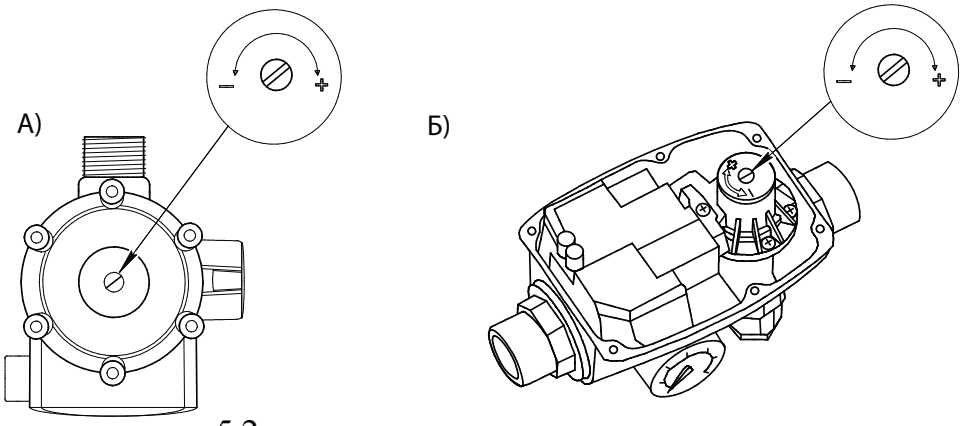
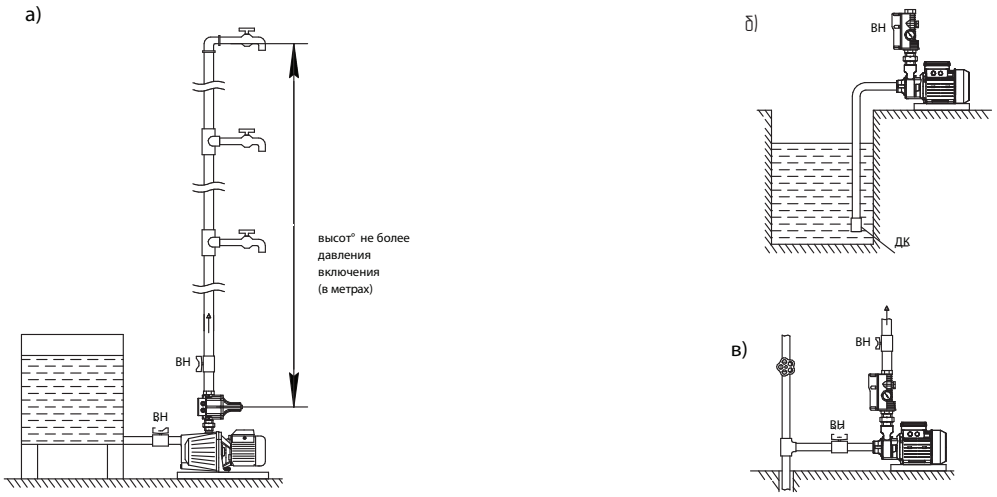

рис.5.2- расположение регулировочного винта
рис.6.1 Схемы для систем водоснабжения
5.2. В состав насосной станции также входит контроллер серии EPS (2), с установленным на нем манометром (3) (кроме контроллеров серий EPS-II-12 и EPS-II-22). Контроллеры EPS-15 и EPS-16 имеют регулировочные винты (см. рис. 5.2)
6.1. Для повышения удобства пользования станцией целесообразно организовать систему водоснабжения по рекомендованным схемам, указанным на рис. 6.1.
6.2. Высота водяного столба между станцией и наивысшей точкой водопотребления (крана) должна быть не больше давления включения электронасоса (в метрах), указанного в табл.2.1, табл. 2.2, в противном случае при открытии верхнего крана давление упадет недостаточно для срабатывания контроллера, электронасос не запустится, и верхний кран не будет обеспечен водой (рис.6.1 а). В случае если высота наивысшей точки водопотребления (крана) выше необходимого значения, нужно установить станцию выше. Также можно отрегулировать давление включения электронасоса на большее значение (только для моделей EPS-15, EPS-15A, EPS-16), провернув винт по часовой стрелке (в направлении «+») (рис.5.2) до значения, соответствующего высоте водяного столба между станцией и наивысшей точкой водопотребления. Регулирование осуществляется по показаниям манометра.